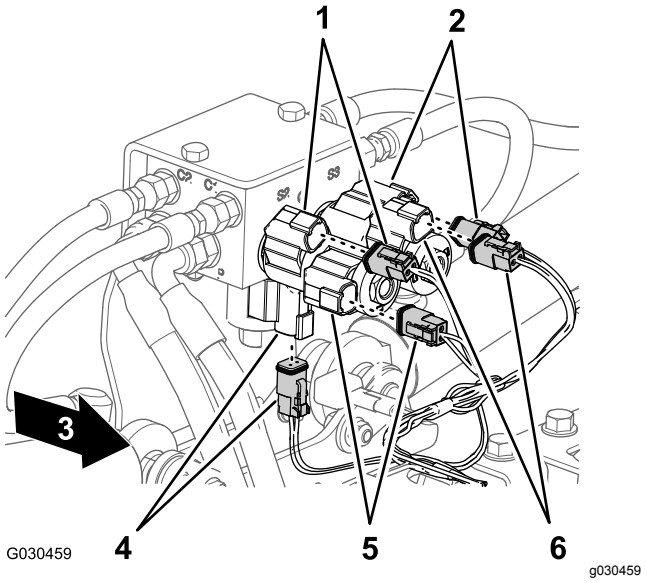

Figur 57
4. På maskinens baksida kopplar du loss följande kontakter med två uttag (Figur 57) för lyftcylinderns grenrör så här: